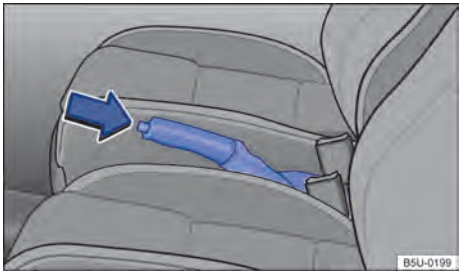

Fig. 105 Entre os bancos dianteiros: alavanca do freio de estacionamento.
– Puxar a alavanca do freio de estacionamento para cima com o botão bloqueador pressionado → Fig. 105(seta).
– O freio de estacionamento está puxado quando, com a ignição ligada, a luz de controle (P) no instrumento combinado está acesa → Página 122.
– Puxar a alavanca do freio de estacionamento um pouco para cima e pressionar o botão bloqueador → Fig. 105 (seta).